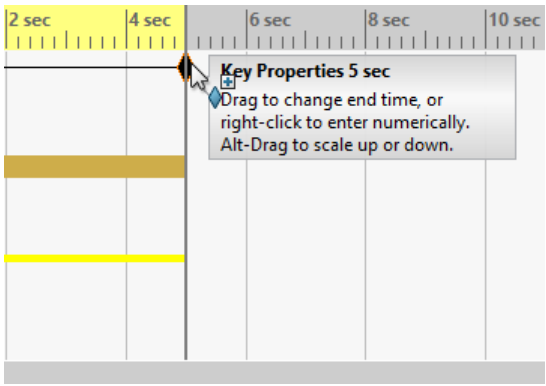

Figure 20-23 *Timeline before moving the key point*
2. Choose the **Stop** button from the **MotionManager** toolbar to stop the animation and then to increase the play time of animation, select the key point of first row and drag it to the desired time point, refer to Figures 20-23 and 20-24.